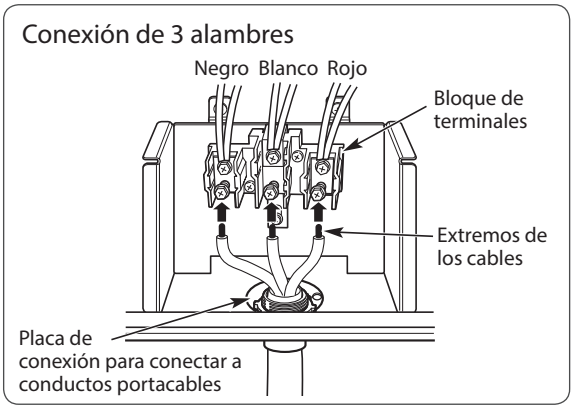

FIGURA 11
1. Afloje los 3 tornillos inferiores del bloque de terminales. (Ver Figura 11).